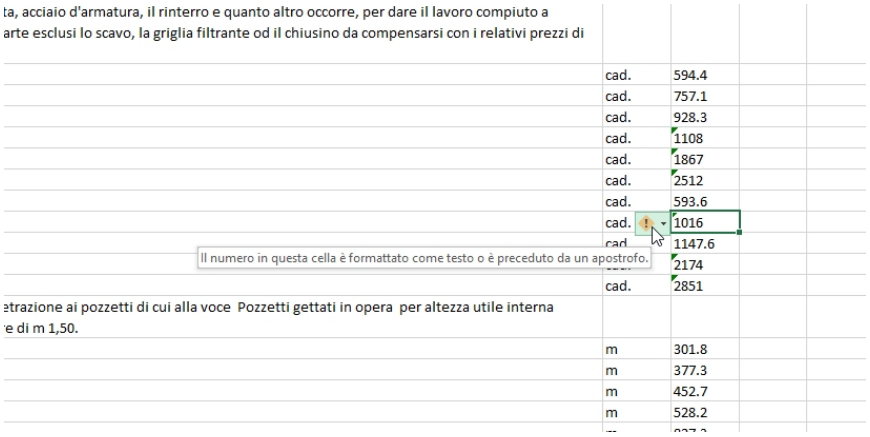

Figura 8: Numero formattato come testo
- controllare che il prezzo non sia formattato come testo. Figura 8;